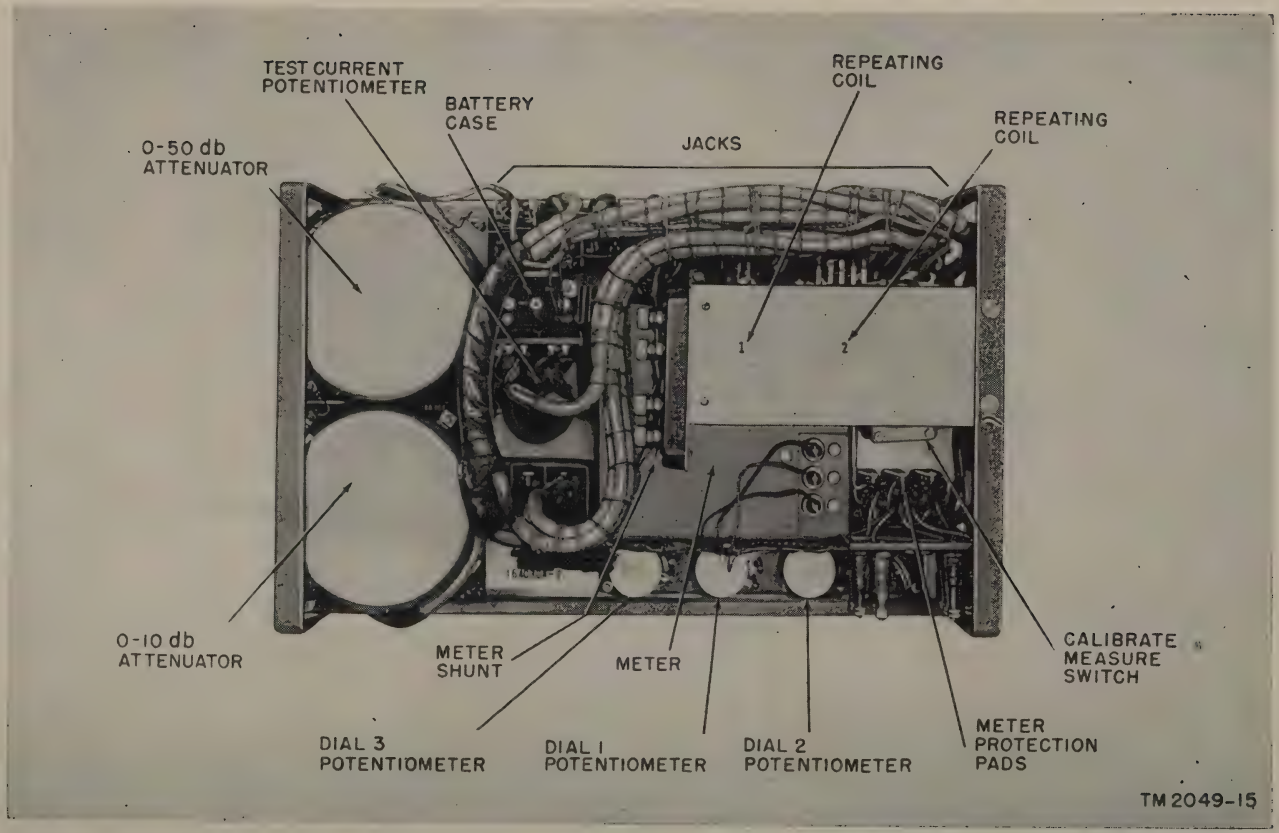

Figure 20. Rear View of Transmission Measuring Set TS-569/FT, component parts.
a. Before attempting to locate trouble in Transmission Measuring Set TS–569/FT, carefully inspect the set to insure that no harm will occur through the presence of conditions (such as mechanical binding) which might damage the equipment permanently. Read the condensed theory of operation (ch. 5, sec. I). Refer to the trouble-shooting chart (par. 45) when performing tests and analyses, and make use of the schematic diagrams (figs. 19 and 24) and refer to the rear view of the transmission measuring set (fig. 20).
(1) Loose mounting screws, nuts, and bolts.
(2) Poorly soldered connections.
(3) Damaged insulation.
(4) Pitted contacts on jacks, attenuator, and keys.
(5) Overheated resistors.
(6) Poor spring tension on wiping arm of potentiometers and attenuator.
(7) Exposed wiring which causes shorts with other wiring, terminals, or ground.